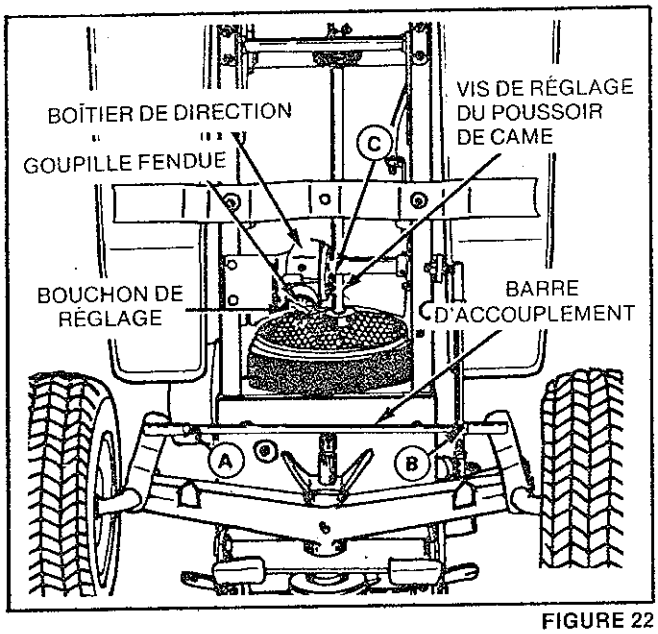

FIGURE 22
1. Desserrez les contre-écrous "A" et "B", figure 22.
2. Déposez la goupille fendue représentée sur la figure 22.
3. Desserrez le contre-écrou "C", figure 22 et dévissez la vis de réglage de 1-1/2 tour.
4. Serrez le bouchon de réglage, figure 22, au couple de 4-6 pi-lb (5,42 à 8,14 Nm).
6. Maintenez le contre-écrou et serrez la vis de réglage, figure 22, jusqu'à ce que le jeu dans le volant de direction soit complètement éliminé. NE FORCEZ PAS LA VIS DE RÉGLAGE. Serrez les contre-écrous au couple de 35-45 pi-lb (47,46-61,02 Nm) tout en maintenant la vis de réglage en place.